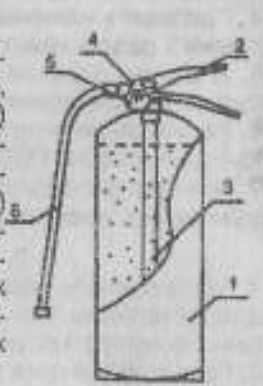

Рис. 1
4.1. Огнетушитель (рис. 1) состоит из корпуса 1, наполненного огнетушащим порошком 7. На горловине закреплено запорно-пусковое устройство 4 с индикатором давления 5. ЗПУ оснащено ручкой для переноски огнетушителя и ручкой для управления подачей порошка 2. Огнетушитель оснащен сифонной трубкой 3, гибким рукавом 6 (кроме ОП-1, ОП-2, ОП-3) и распылителем для получения факела распыла порошка. Огнетушитель оснащен чекой для предотвращения самосрабатывания.
На баллоне нанесена маркировка в одну, две или три строки. Допускается размещение наклейки (надписи) в центральной части цилиндрической поверхности, граничащей с верхней крышкой: по диаметру крышки, вдоль баллона по высоте, по диаметру цилиндрической части обечайки в нижней, средней или верхней части обечайки (смотри рис.1). Содержащая следующую информацию: